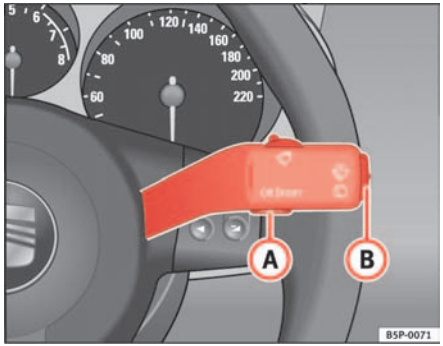

Fig. 41 Windscreen wiper and washer lever: Button A and rocker switch B
You can switch between the following displays in the multi-function display (MFD) by operating the rocker switch ⇒ fig. 41 (B) on the windscreen wiper lever.